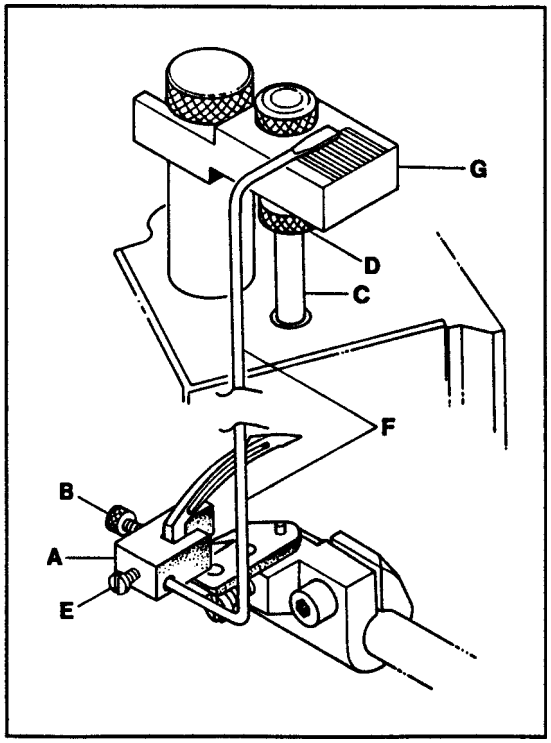
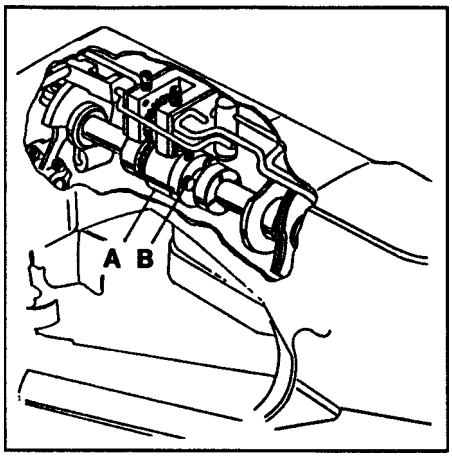

FIG. 9
FIG. 10
Attach the looper clamp and height gauge (A, Fig. 9) to the heal of the looper by tightening screw (B). Turn the handwheel slowly in a clockwise direction until needle bar (C) touches stop screw (D). Loosen screw (E) and set synchronizing gauge rod (F) so the flat end is on one of the lines in the center of the block (G). Tighten screw (E).
Turn the handwheel in the opposite direction until the needle bar touches stop screw (D, Fig. 9). Synchronizing rod (F) should come to the same line on block (G). The difference must not exceed one line.
If the setting cannot be achieved, main shaft coupling (A, Fig. 10) must be repositioned. Remove the crank chamber cover and gasket. Loosen the three coupling screws (B). If synchronizing rod (F, Fig. 9) moves more to the right while the handwheel is rotated in a clockwise direction, the looper is too fast and the main shaft should be retarded. If the rod moves more to the right when the handwheel is rotated in a counterclockwise direction the looper is too slow and the mainshaft should be advanced. Tighten screws (B, Fig. 10).